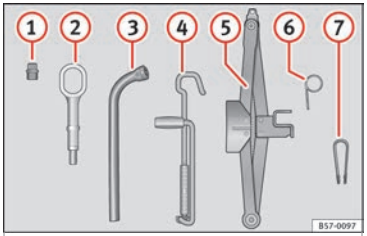

Fig. 70 Underneath the floor panel of the luggage compartment: vehicle tool kit.
- Fit the plastic clip (vehicle tools ››› **Fig. 70** (7)) over the cap until it clicks into place ››› **Fig. 72**.